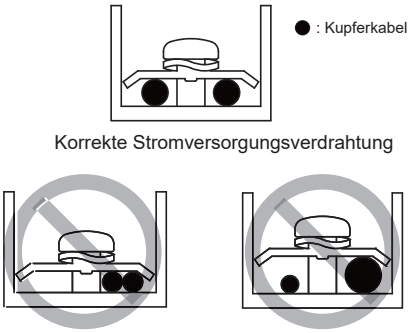

Abbildung 9.2
• Schließen Sie nicht zwei Netzkabel mit unterschiedlichen Durchmessern an dieselbe Stromversorgungsklemme an (kann aufgrund eines lockeren Anschlusses zu einer Überhitzung der Kabel führen) (siehe Abbildung 9.2).